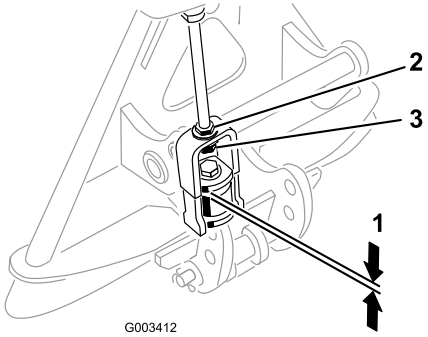

Figuur 16
9. Als de hark op de tractie-eenheid is gemonteerd, meet u de afstand tussen de bovenste ring en het afstandstuk in het verbindingmechanisme op de werktuigkoppeling zoals wordt getoond in Figuur 16.
De afstand tussen de ring en de kraag moet 1,5-2 mm zijn (Figuur 16).
10. Als de afstand niet correct is moet u de contramoer losdraaien en de stelmoer op het verbindingsmechanisme indien nodig vaster of losser zetten om de afstand te veranderen (Figuur 16).